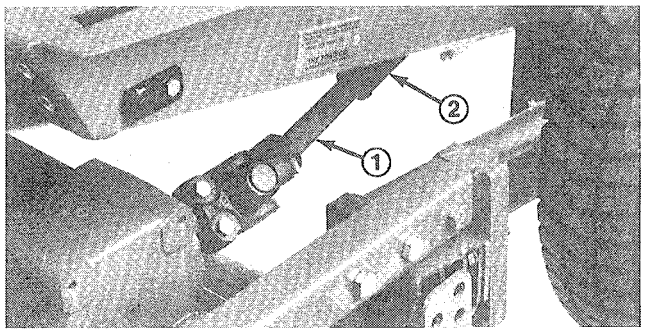

Figure 2
5. Stop engine and slide cutting unit away from traction unit and carrier frame, separating male and female sections of PTO shaft (Fig. 2).